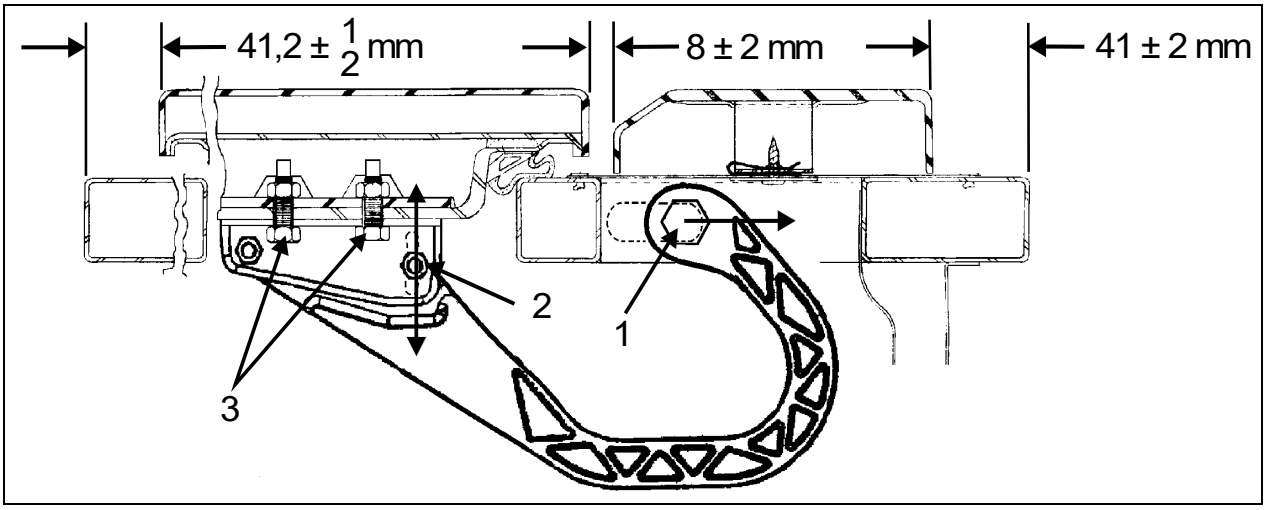

FIGURE 96: EVAPORATOR DOOR 18198
2. Loosen nut (1, Figure 96).
4. Tighten nut (1, Figure 96).
5. Loosen nut (2, Figure 96). Hinge allows the door to be shifted "IN or OUT".
7. Loosen screws (3, Figure 96). Screws allow the door to be shifted "UP or DOWN".